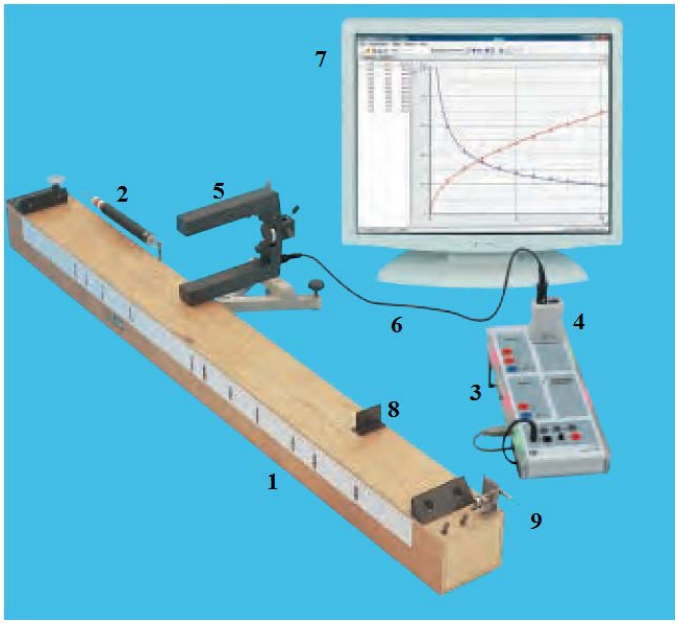

Рис.1. Экспериментальная установка для исследования колебаний струны.
Сила натяжения струны *F* измеряется с помощью отградуированного динамометра (2), см. рис.1. Натяжение струны на монохорде может изменяться с помощью поворачивающегося ключа (9).
13. Установите необходимую (например, L/2) длину струны, передвигая мост (8), см. рис.1.